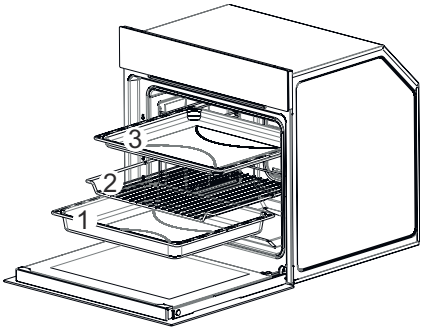

Fig. 15
- Togliere le teglie e la griglia (1-2-3 / Fig. 15).